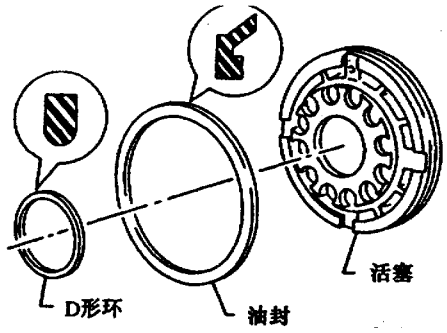

图 9－6－70　D 形环和油封
(3) 如图 9－6－71 所示，检查高档离合器活塞的动作情况。首先确保滚珠活动灵活，然后给回位弹簧对侧的止回滚珠油孔加压缩空气，确认无空气透出；在回位弹簧一侧的止回滚珠油孔加压缩空气，确认有空气透过。